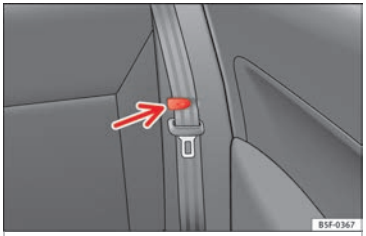

Fig. 149 Pinza para sujetar el cinturón de seguridad.
– Coloque los cinturones de seguridad laterales en la pinza del revestimiento ››› **fig. 149**.